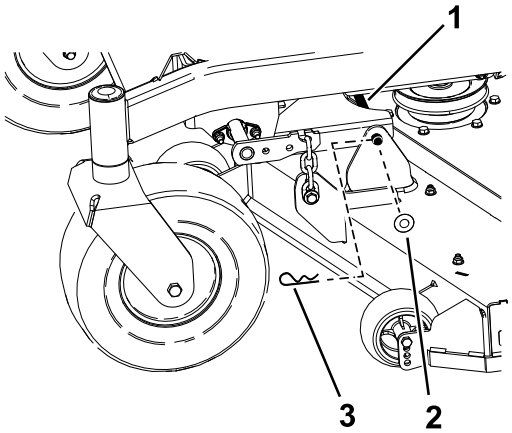

Rysunek 76
6. Wyjmij zawleczkę z podkładką mocujące sworzeń łącznika do ramy i podwozia tnącego, po czym zdemontuj pręt łącznika (Rysunek 76).
9. Zamocuj sworzeń łącznika używając wcześniej wyjętej zawleczki i podkładek (Rysunek 76).